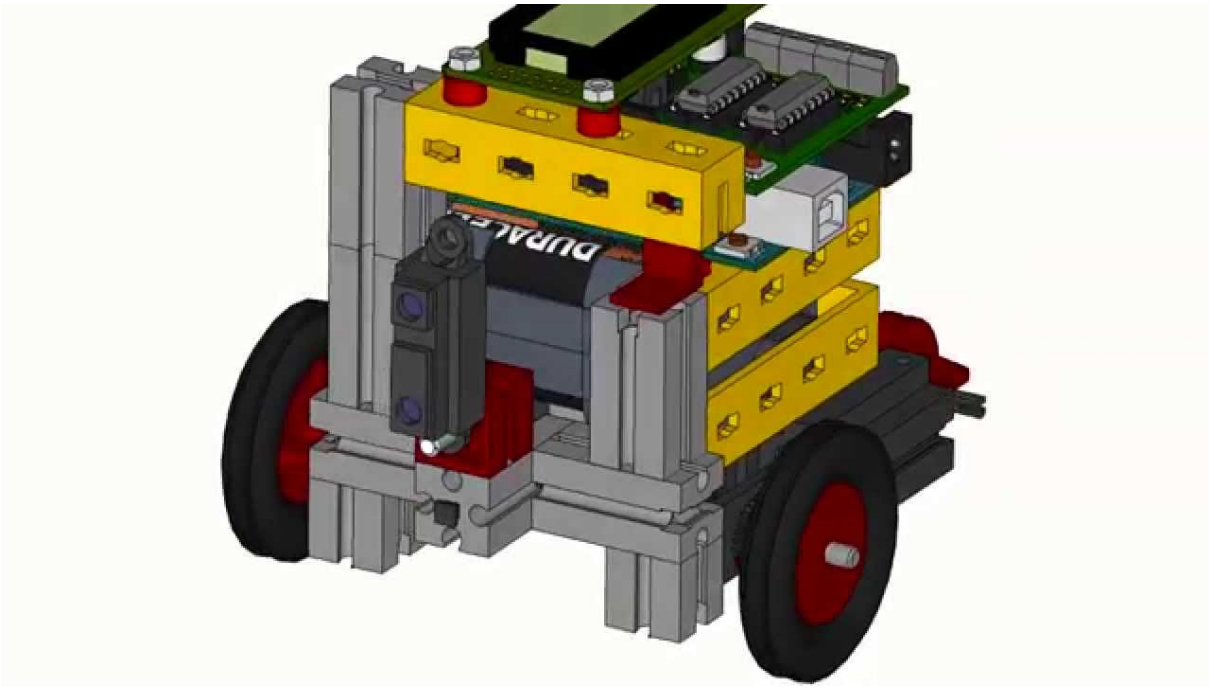

Figure 1: Mounting possition of analog distance sensor.
2. Equip the robot with distance sensor according to video and scheme (see fig. 1).